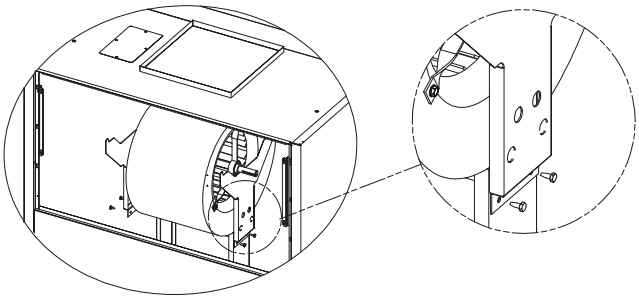

Fig. 8 — Attach Blower Glides
5. Attach blower glides to blower bottom load brackets as shown in Fig. 8. Use bottom set of holes on blower bottom load brackets. The blower shaft should be sitting directly on top of the blower glides.